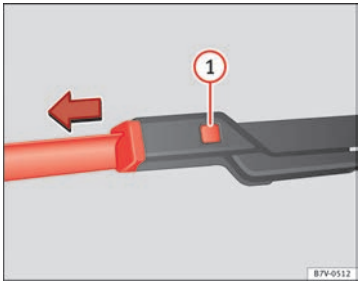

Fig. 118 Changing the front wiper blades
- Hold down the release button ⇒ Fig. 118 (1) while gently pulling the blade in the direction of the arrow.